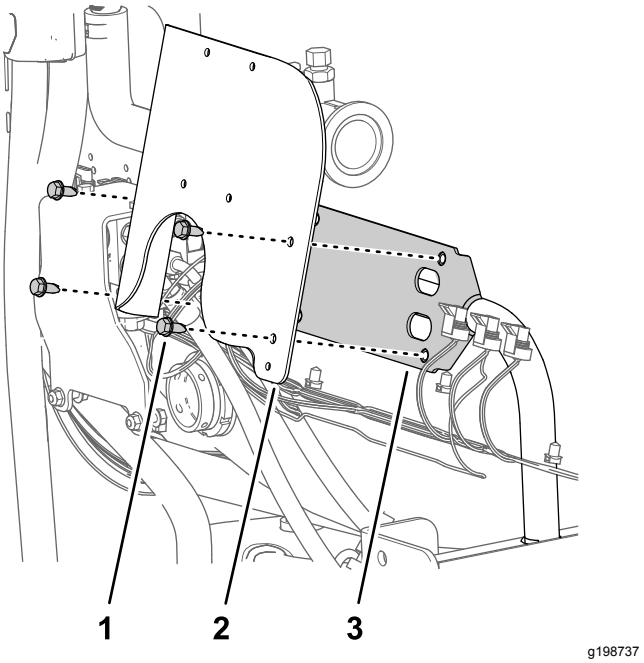

Rysunek 72
1. Ustaw otwory we wsporniku przepływomierza równo z otworami we wsporniku zaworu (Rysunek 72).